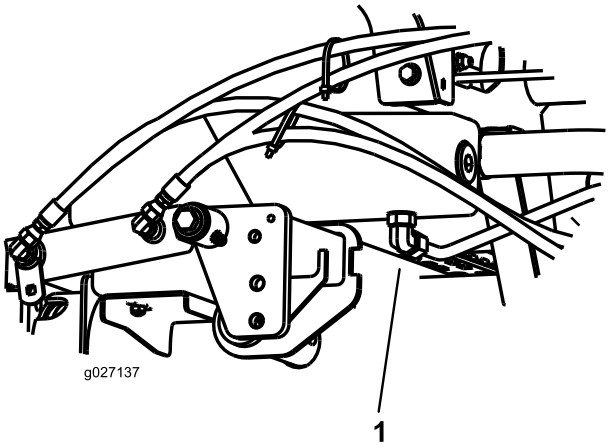

Figuur 71
2. Plaats een grote opvangbak onder de nippel aan de onderzijde van het hydraulische reservoir (Figuur 71).